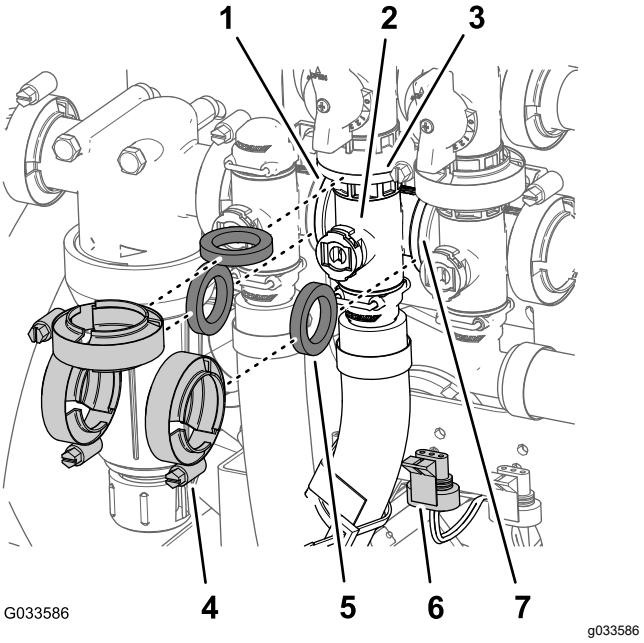

Figure 117
1. Remove 3 flange clamps and 3 gaskets that secure the manifold for the agitation valve (Figure 117) to the agitation bypass valve, rate control valve, and master-boom valve.